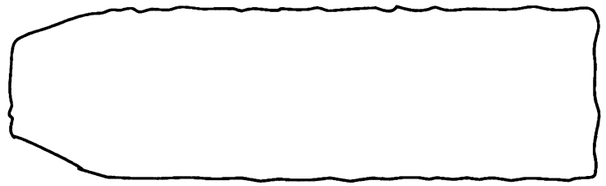

Fig. M10
4. When the Scope Display is as shown in Fig. M10 adjust the height of [2] so that the waveform looks like Fig. M12.